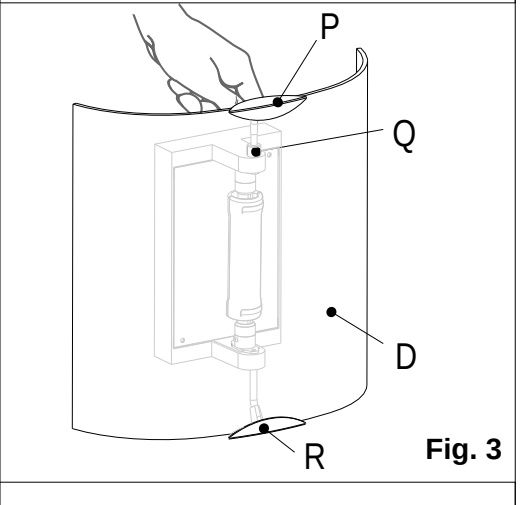

Fig. 3
5. **FIG. 3** Collocare il vetro diffusione **"D"** appoggiandolo prima sulla graffa inferiore fissa **"R"** e poi sull'altra con una piccola rotazione del vetro verso la parete.
10.Fig.3. Install glass and finger tighten tumb screw **"Q"** to adjust arm **"P"** and secure glass.
5. **FIG.3** Placer le verrerie **"D"**, en la posant en premier sur la griffe inférieure fixe **"R"**, puis sur l'autre en exerçant une légère rotation de la verrerie vers le mur.
7. **FIG.3** Visser les vis san tête en plastique **"S"** de blocage sans trop les serrer.
5. **FIG. 3** Colocar el cristal difusor **"D"**, apoyàndolo primero en la grapa inferior **"R"** y después en la otra haciendo una ligera rotaciòn hacia la pared.
7. **FIG. 3** Enroscar los pernos de plàstico **"S"** que sujetan el cristal, sin apretarlos excesivamente.
6. Fig.3.Colocar o vidro difusor **"D"** apoiando-o primeiro no suporte inferior fixo **"R"** e depois aparafusar o dado **"Q"** com as mãos.